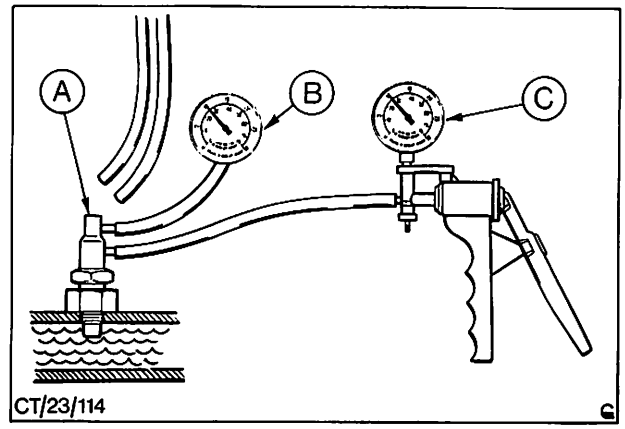

Abb. 180 Prüfanordnung für Zweikanal-Unterdruckthermostat (Motor warm)
7. Mit der Vakuumpumpe wieder einen Unterdruck von 250 mm Hg erzeugen und Meßwerte ablesen. Bei warmem Motor sollte das am oberen Kanal angeschlossene Vakuummeter einen Wert von 250 mm Hg anzeigen, Abb. 180.